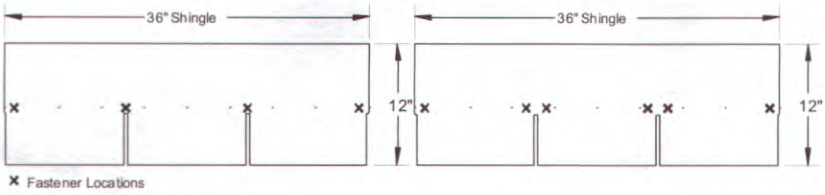

Figure 42. *Shingle fastener locations for Wind Zone I (left) and Wind Zones II and III (right).*
2. **Install shingles.** If shingles have been left off at the ridge line for site installation, install them now using 1" x 1" x 16 ga galvanized staples or 12ga 1-1/4" long, 3/8" diameter head roof nails. For Wind Zone I, fasten at 5/8 inch above each tab cutout slot and one at each end of the shingle one inch in from the edge (four fasteners for a three-tab shingle) (**Figure 42**). For Wind Zones II and III, use two fasteners 5/8 inch above and on either side of the tab slots and one at each end of the shingle one inch in from the edge (six fasteners for a three-tab shingle). Do not fasten through the shingle tar line.